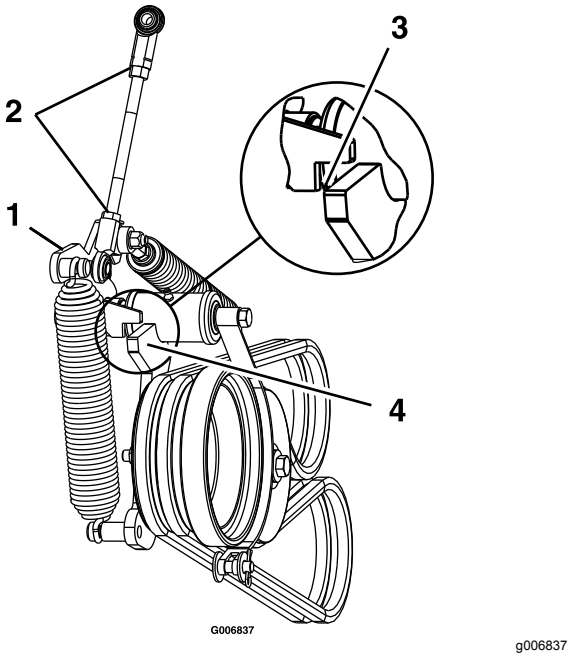

Figuur 61
12. Maak de contramoeren los, stel de verbinding in totdat de bovenkant van de spannerarm uitgelijnd is met de onderkant van de inkeping om de veerarm zoals in Figuur 61.